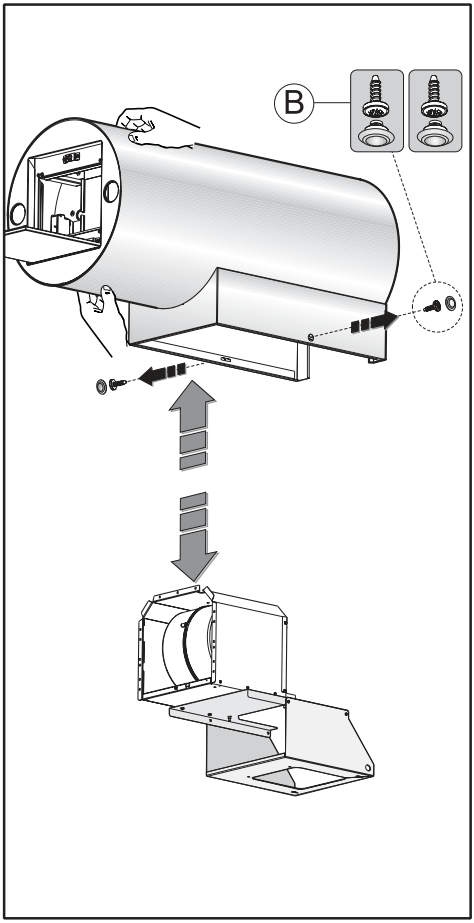

Fig.4
- Separe el armazón de la estructura quitando los tapones y luego los tornillos B indicados en la **Fig. 4**.